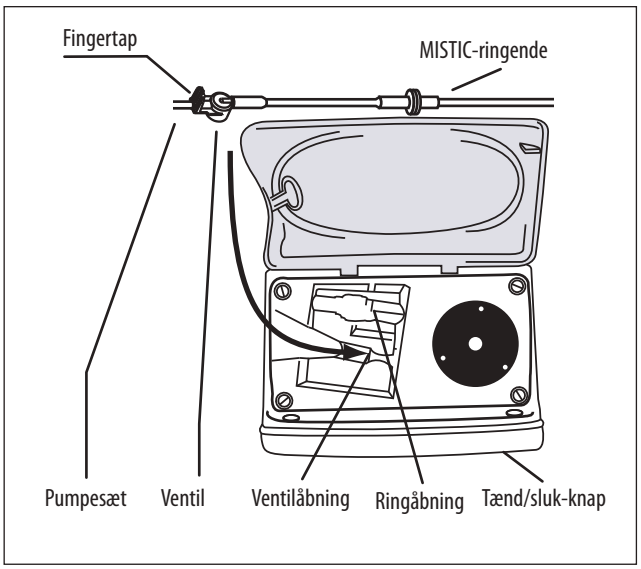

Figur 6A.
2. Påsæt pumpesættet ved at holde på fingertappen på ventilen og derefter sætte ventilen i ventilåbningen på venstre side. (Figur 6A)